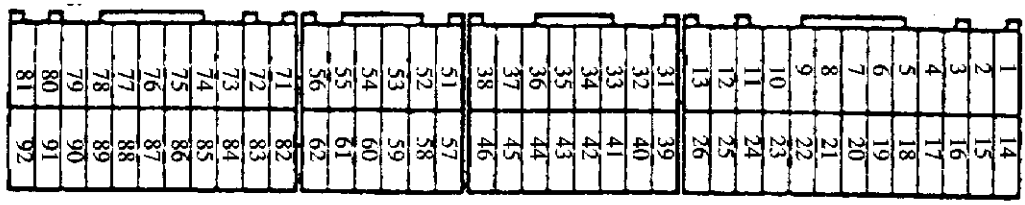

图 2－2－21
(1)端子配置如图 2－2－21 所示。
①将针状头部的配线测棒(测试用配线 MB991223 或纸夹等)和电压表测棒相连接。
②把针状头部的配线测棒自配线侧插入发动机 ECU 连接器的各个端子，如图 2－2－22 所示。参照检查表 2－2－7 同时测量电压。